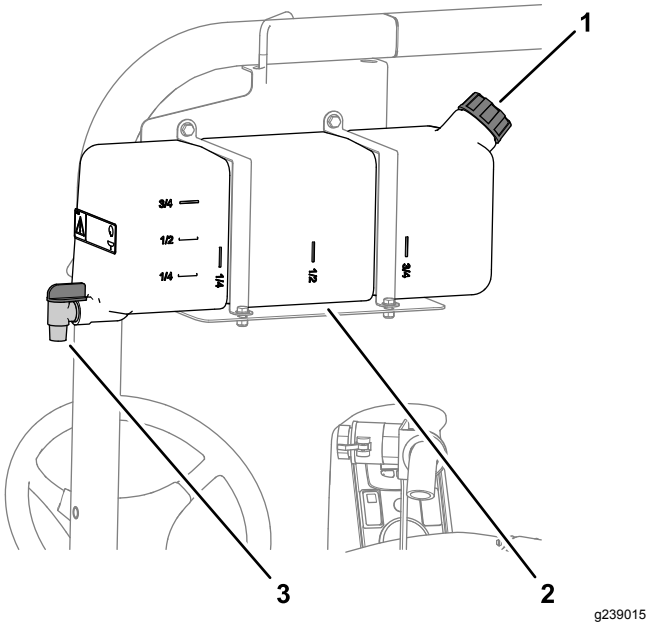

Figur 19
- Du fyller på tanken ved å skru av lokket på toppen av tanken, fylle tanken med rent vann og skru på lokket igjen (Figur 19).
- For å åpne tappekranen for ferskvannstanken, vri spaken på toppen av kranen (Figur 19).